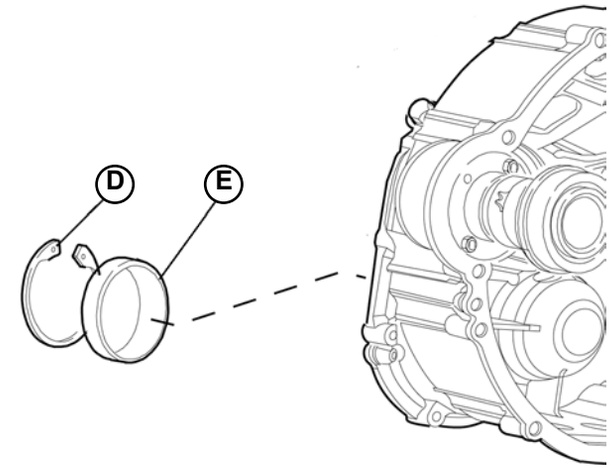

Fig.2
- In case of needle bearing (**B-Fig.1**) replacement, remove the bearing outer ring retaining snap ring (**D-Fig.2**) from the clutch housing and then remove the outer ring (**E-Fig.2**).